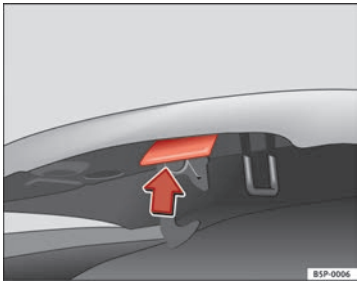

Fig. 179 Release catch under the bonnet
– Press the release catch under the bonnet upwards ⇒ Fig. 179. This will release the arrester hook under the bonnet.